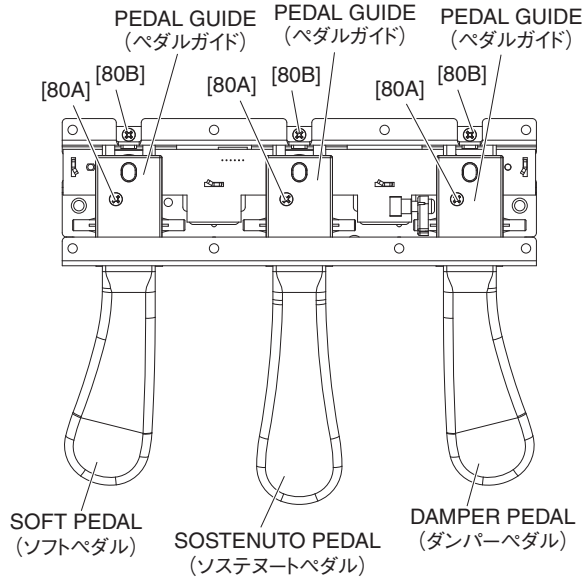
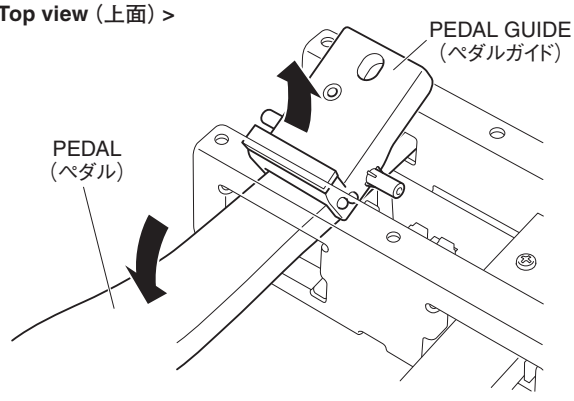

Fig. 14（図14）
Fig. 15（図15）
21-4 Remove the three (3) screws marked [80A]. The three (3) pedal guides can then be removed as shown in Fig. 15. (Fig. 14, 15)
21-5 Remove the three (3) screws marked [80B]. (Fig. 14) Push down the pedal (damper) and then draw it forward. The sostenuto and soft padals can then be removed in the same manner. (Fig. 14, 15)
21-4 ［80A］のネジ 3 本を外して、図 15 のようにペダルガイド 3 個を外します。(図 14、15)
21-5 ［80B］のネジ 3 本を外します。(図 14) ペダル（ダンパー）を下に押してから、手前に引き出します。ソステヌートペダル、ソフトペダルも同様に外します。(図 14、15)